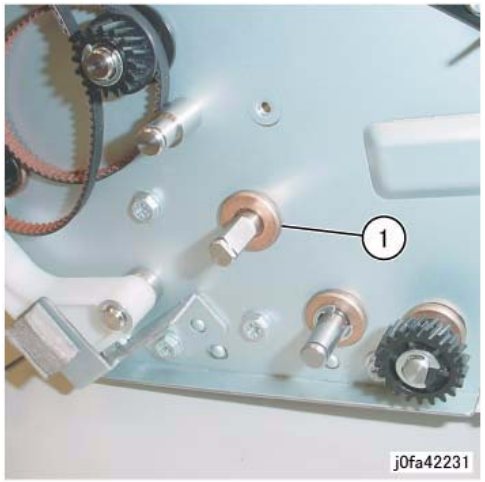

Figure 5 Removing the Bearing
10. Remove the Bearing (Figure 5):